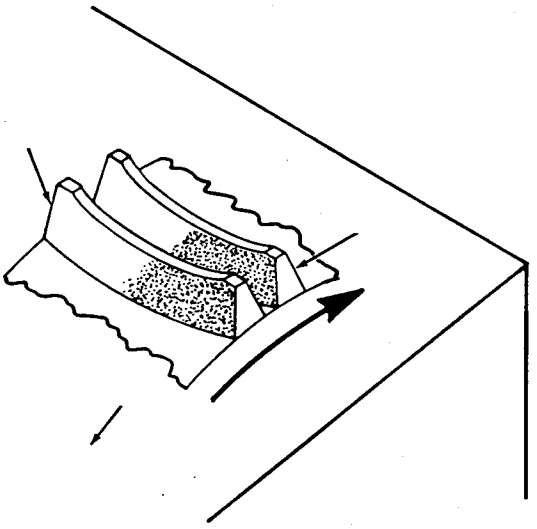

Figure 56
8. Observer la trace du contact du côté mené de la dent de la roue de la vis sans fin. Le comparer avec la figure 56. Le contact doit apparaître au centre de la dent et continuer vers le côté sortie. Si la trace du contact n'est pas correcte, elle peut être modifiée en prenant les cales d'un porte-roulement pour les monter sur l'arbre.